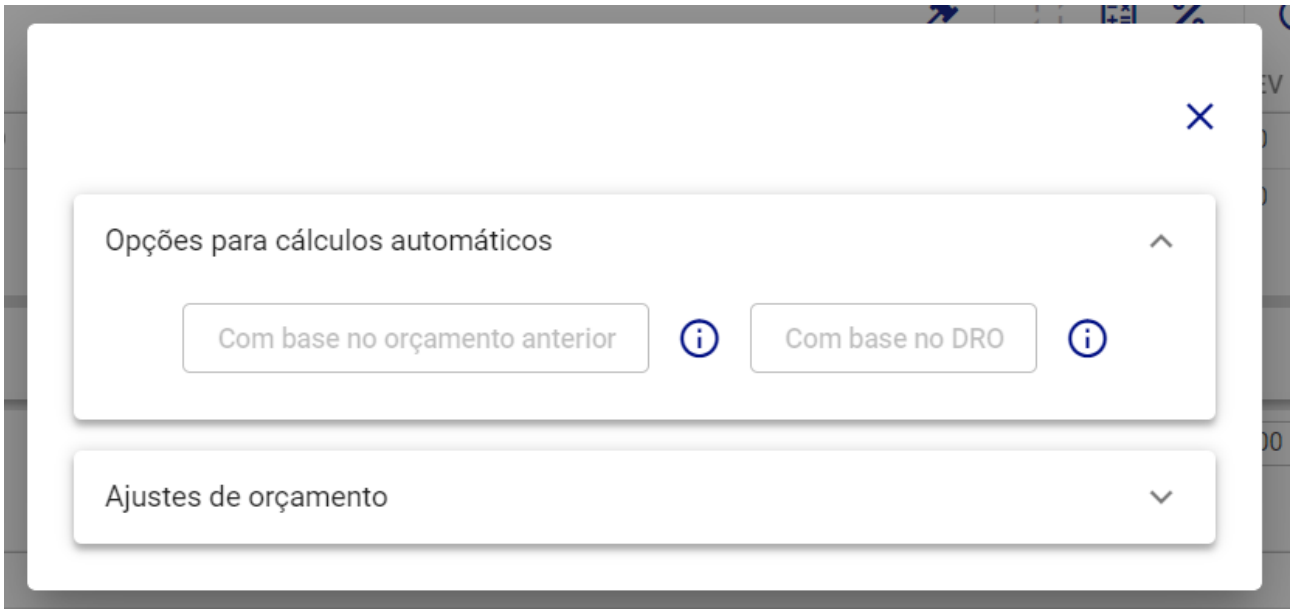

Figura 303: Opções para Cálculos Automáticos
– **Opções para Cálculos Automáticos (Figura 303):** Esta funcionalidade oferece diferentes métodos para o cálculo automático dos valores orçamentários.